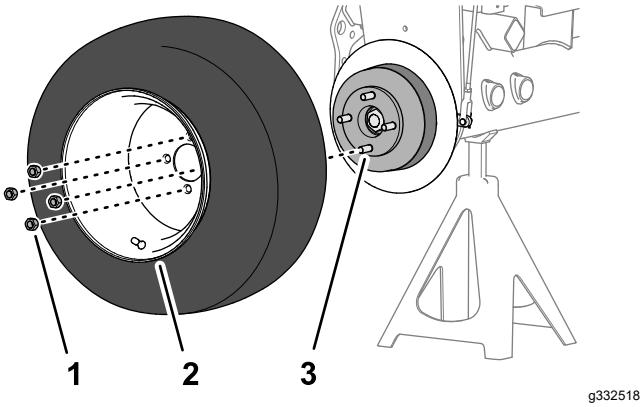

Figur 64
1. Ta bort de fyra hjulmuttrarna som fäster framhjulet till navet och ta bort hjulet (Figur 64).